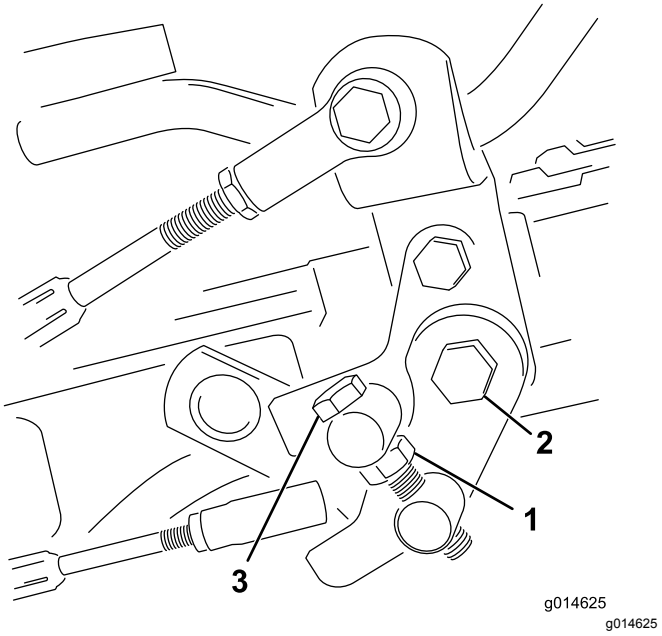

Figuur 42
1. Draai de contramoer op de draaitapbout los (Figuur 42).
4. Draai de contramoer op de draaitapbout en de moer op het scharnierpunt van het pedaal vast om de afstelling te vergrendelen (Figuur 42). Controleer de afstelling en stel nogmaals af indien dit nodig is.